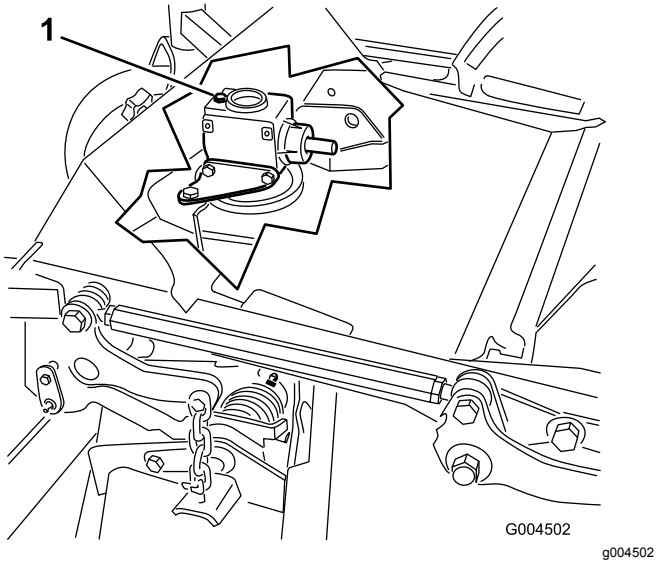

**Rysunek 30**
6. Odkręć wskaźnik poziomu / korek wlewu z góry skrzyni przekładniowej i upewnij się, że poziom oleju znajduje się między oznaczeniami na wskaźniku poziomu (Rysunek 30).
6. Odkręć wskaźnik poziomu / korek wlewu z górnej części skrzyni przekładniowej (Rysunek 30).